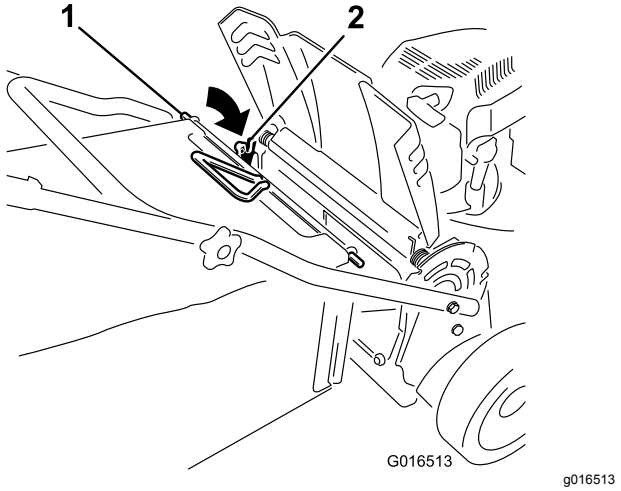

Rysunek 27
3. Zamontuj drążek worka w wycięciach na podstawie dźwigni i rozkołysz worek do tyłu i przodu, aby sprawdzić, czy drążek jest osadzony na dole obu wycięć; patrz Rysunek 27.